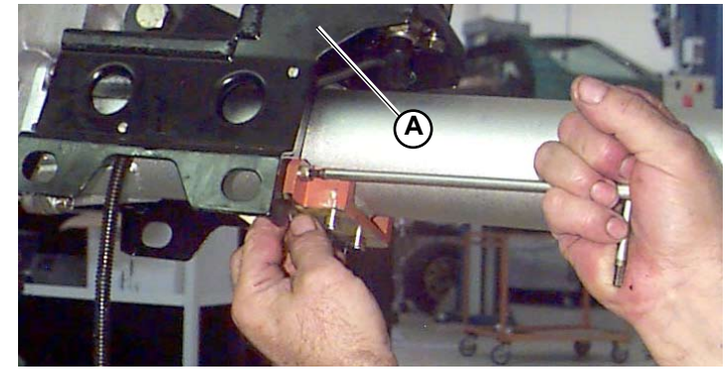

Fig.2
3. Immediately install the shift lever device mounting bracket (**A-Fig.2**) on the propeller shaft pipe P/N 62495071 to lock the shift lever device and the shift lever into position and not to adjust the shift lever device itself;